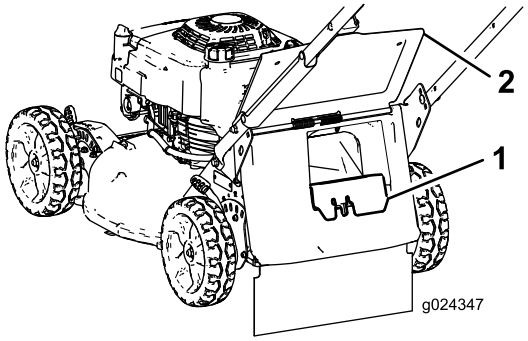

Figuur 17
- Als de afsluiter van de achterafvoer niet aan de machine is bevestigd, neem deze dan vast bij de handgreep, til de achterklep op, en breng de afsluiter in het achteruitworpkanaal tot de vergrendeling op zijn plaats valt (Figuur 17).
3. Verwijder de afsluiter van de achterafvoer door de vergrendeling met uw duim in te drukken en de afsluiter uit de machine te trekken (Figuur 17).